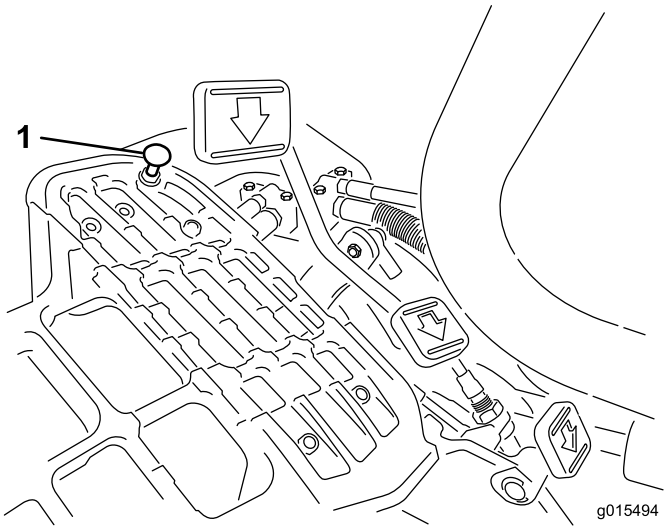

**Figuur 49**
Om de maximale transportsnelheid te verkrijgen, moet u de schakelhendel in de transportstand zetten en het tractiepedaal intrappen. Als het pedaal contact maakt met de pedaalaanslag (Figuur 49) voordat u spanning op de kabel voelt, is afstelling vereist:
1. Zet de schakelhendel in de transportstand en draai de borgmoer los waarmee de pedaalaanslag is bevestigd aan de vloerplaat (Figuur 49).